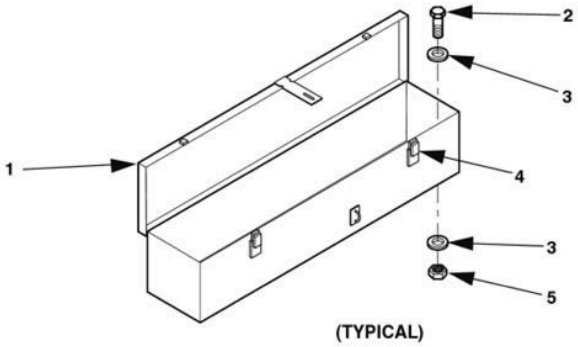

Figure 1. Replace Accessory Box.
1. Release clamping catches (Figure 1, Item 4) and open accessory box cover (4).